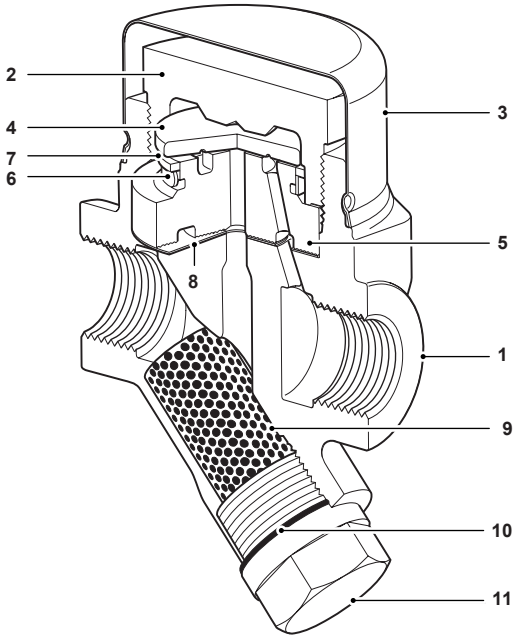

Fig. 7 TDC46M and TDS46M screwed
- Fit a new or cleaned strainer screen into the recess of the strainer cap (**11** supplied with the retrofit kit) before fitting the BDV1 or BDV2 blowdown valve - See Figures 7 and 8 for product familiarisation of the **BDV1** and **BDV2** blowdown valves.
- A new gasket (**10**) must always be fitted when reassembling the unit and tightened to the recommended torque (see Table 1, item 11 - Strainer cap).